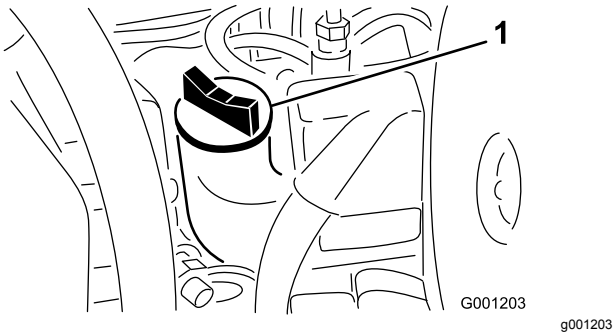

Figur 48
4. Hvis oljenivået er under Full-merket, tar du av oljelokket (Figur 48) og fyller olje til nivået når opp til Full-merket på peilestaven. **Ikke fyll på for mye.**.